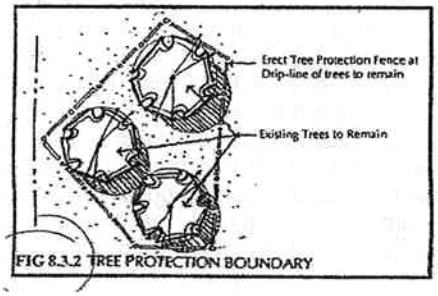

FIG 8.3.2 TREE PROTECTION BOUNDARY
8.3.2 Having identified the existing trees to be protected, stakes identifying the "drip-line" of such trees must be erected before any clearing, grading, or other construction activity is commenced on the Lot. Such staking must stand erect, completely enclosing the tree or trees, and must be maintained erect and in good condition until the installation of the Landscape Improvements is completed in accordance with the Landscape Guidelines. The Lot Owner is responsible for ensuring that such staking **remains intact and in good condition throughout** the construction process. (See Figure 8.3.2)